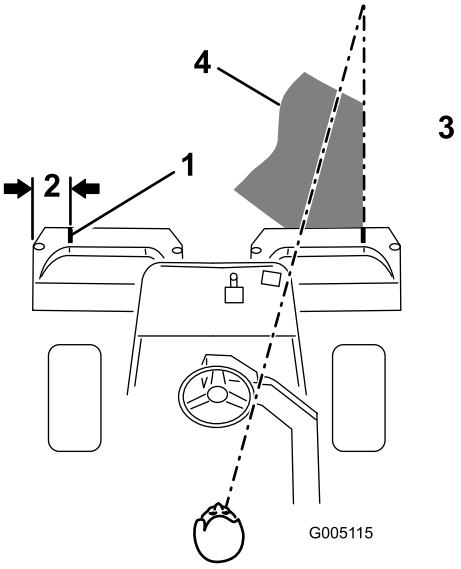
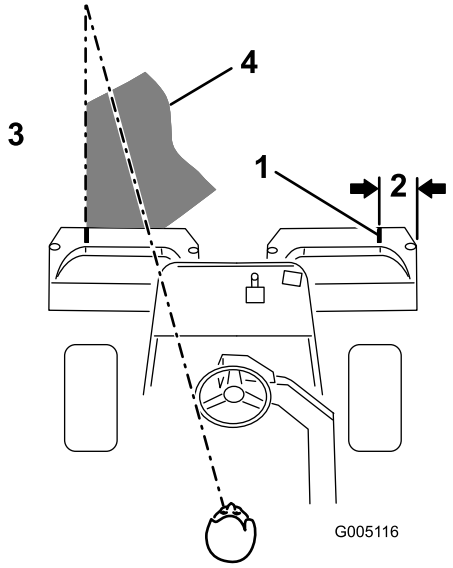

**Figur 31**
**Figur 32**
2. Fest en hvit tape eller mal en hvit stripe som løper parallelt med den ytre kanten på hver kurv (Figur 31).
3. Overlapp den forrige retursnarveien minimalt. For at du skal klippe i en rett linje over greenen og holde maskinen på lik avstand fra kanten på den forrige lengden du klippet, må du lage deg en siktelinje på ca. 1,8–3 m fremfor maskinen til kanten på den delen av greenen du ikke har klippet enda (Figur 31 og Figur 32). Noen synes at det hjelper å inkludere den ytre kanten på styrehjulet som en del av siktelinjen, dvs. holde kanten på styrehjulet i en rett linje i forhold til et punkt som alltid har samme avstand til fronten på maskinen (Figur 31 og Figur 32).